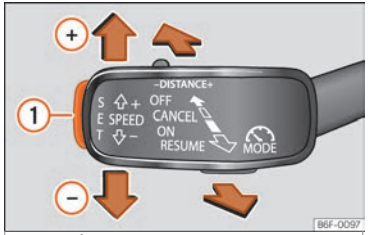

Fig. 152 À esquerda da coluna de direção: terceira alavanca para utilizar o GRA.
- Pressione o botão **SET** ››› Fig. 152 (1).
- Pressione o botão **SET** ››› Fig. 152 (1) para reduzir a velocidade em passos pequenos de 1 km/h (1 mph).